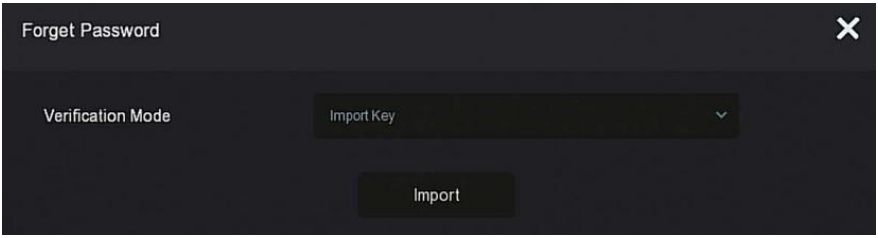

Figure4-5
- **Import Key:** Select the authentication method as "Import Key", asshown in Figure 4-5.